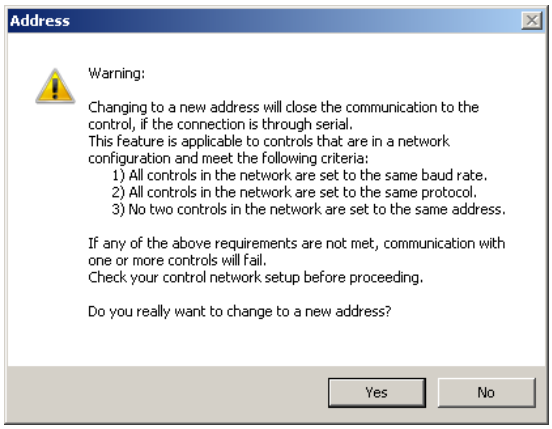

Figure 4-25 Change Address Warning Dialog Screen
1. Select **Communication/Setup/Change Address** from the TapTalk toolbar. TapTalk will display the "Change Address Warning" dialog screen (Figure 4-25).